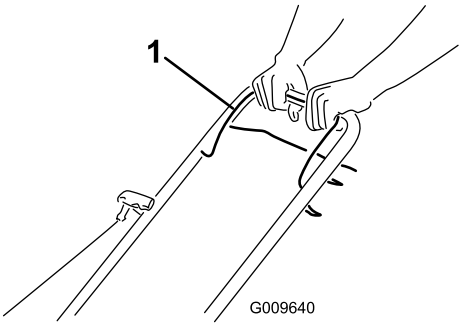

Figura 17
1. Tenete la barra di comando della lama Figura 17 contro la stegola.